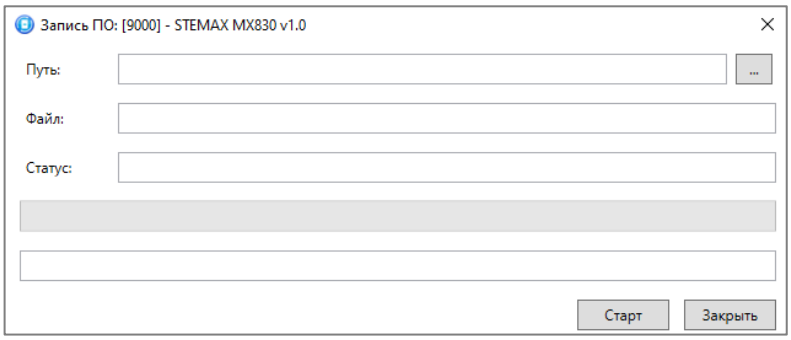

Рисунок 6.1 — Окно *Запись ПО*
2. В открывшемся окне *Запись ПО* (см. рисунок 6.1) укажите путь к файлу новой версии встроенного ПО контроллера на вашем ПК (файл имеет расширение **.sbin** или **.sbinx**) и нажмите кнопку *Старт*.